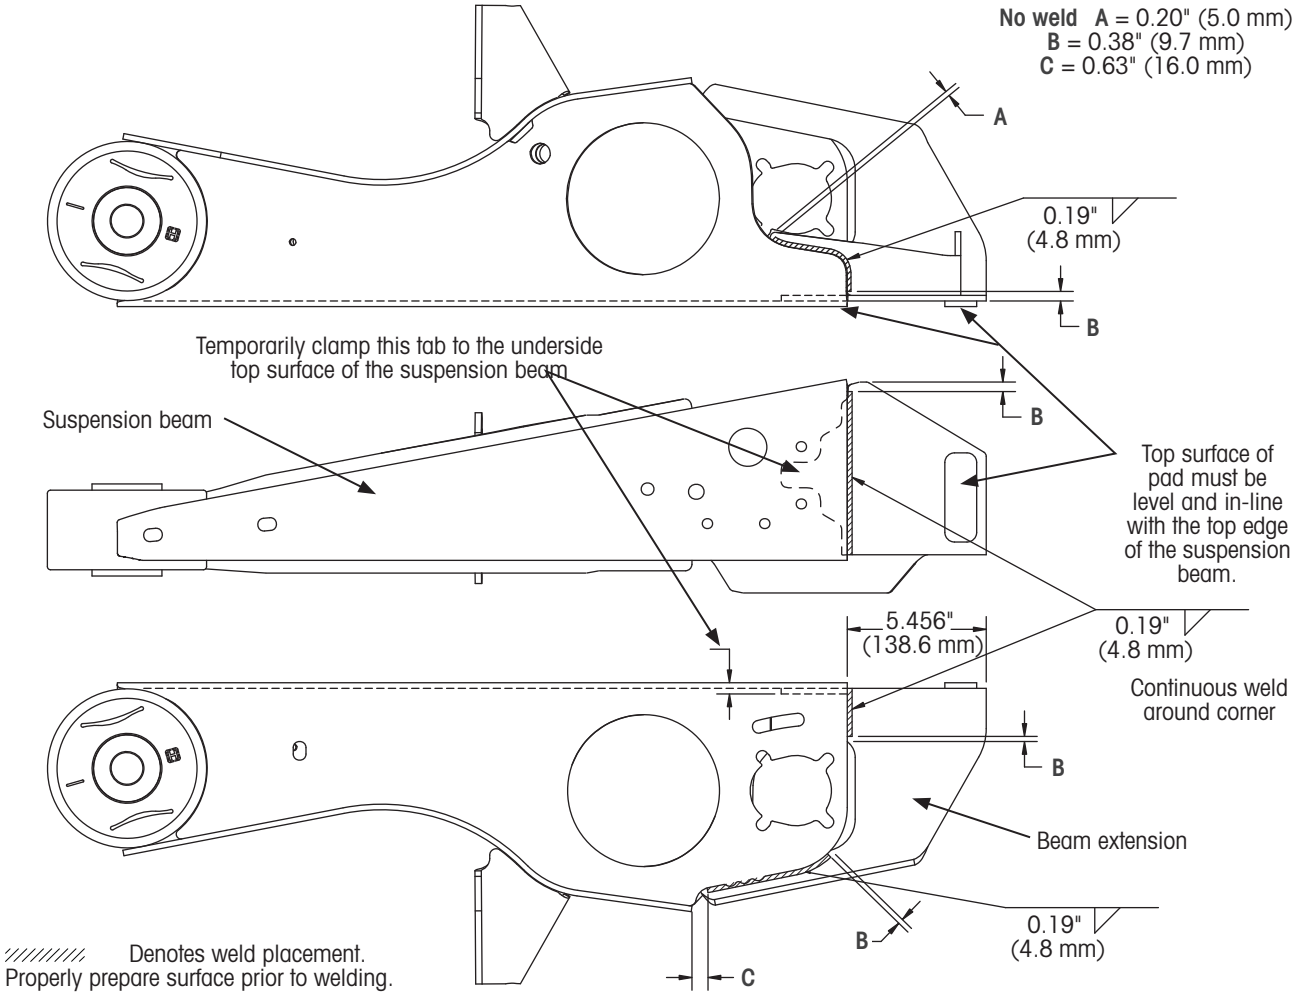

Figure 66: Rear narrow beam extension weld specifications
4. **Referring** to Figure 66, the applicable installation drawing[1] and the weld parameters on APPENDIX A: WELDING DETAILS on page 44; **weld** the extension to the suspension beam as indicated.